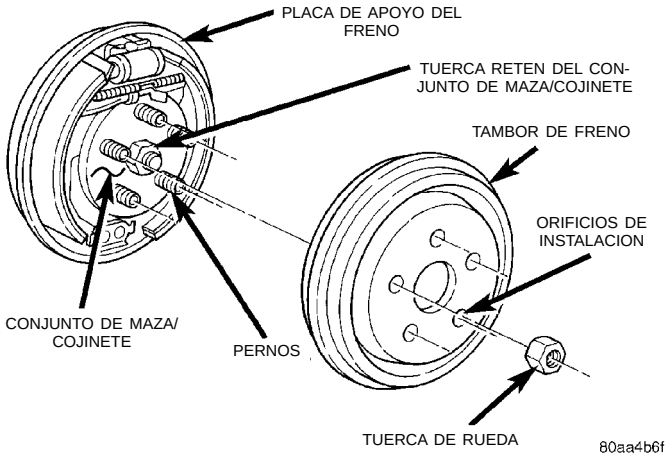

Fig. 78 Tambor trasero y maza/cojinete
(1) Eleve el vehículo sobre gatos fijos o céntrelo sobre un elevador. Consulte Elevación en la sección de Lubricación y mantenimiento de este manual.
(2) Retire del vehículo los conjuntos de ruedas y neumáticos traseros.
(3) Retire los collarines de retención del tambor de freno trasero en la maza (si estuvieran instalados).
(4) Retire el tambor de freno trasero del conjunto de maza/cojinete trasero (Fig. 78).